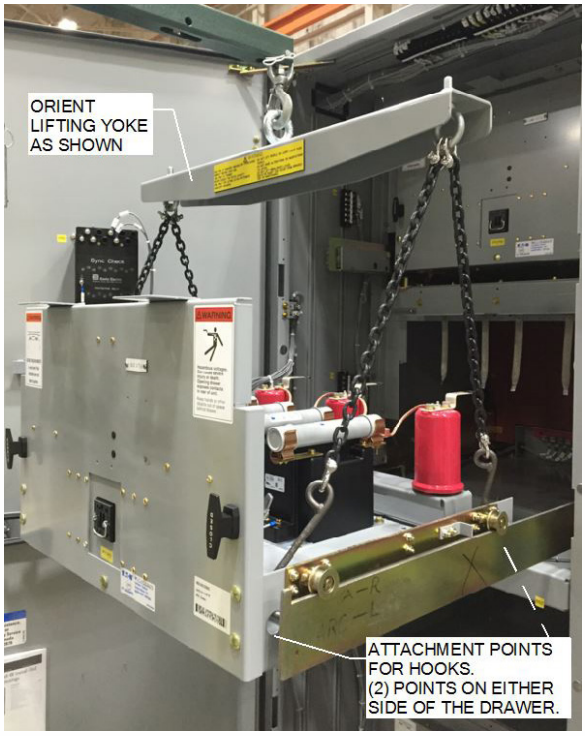

Figure 7. Lifting and Setting the Auxiliary onto the Extension Rails.
1. Using a portable lifting device, place the drawout assembly onto the extension rails. (See Figure 7 for typical lifting of a draw out device and Figures 8, 9, and 10 for typical auxiliary drawers mounted on the extension rails.) Ensure all four wheels are on the extension rails before removing the yoke.